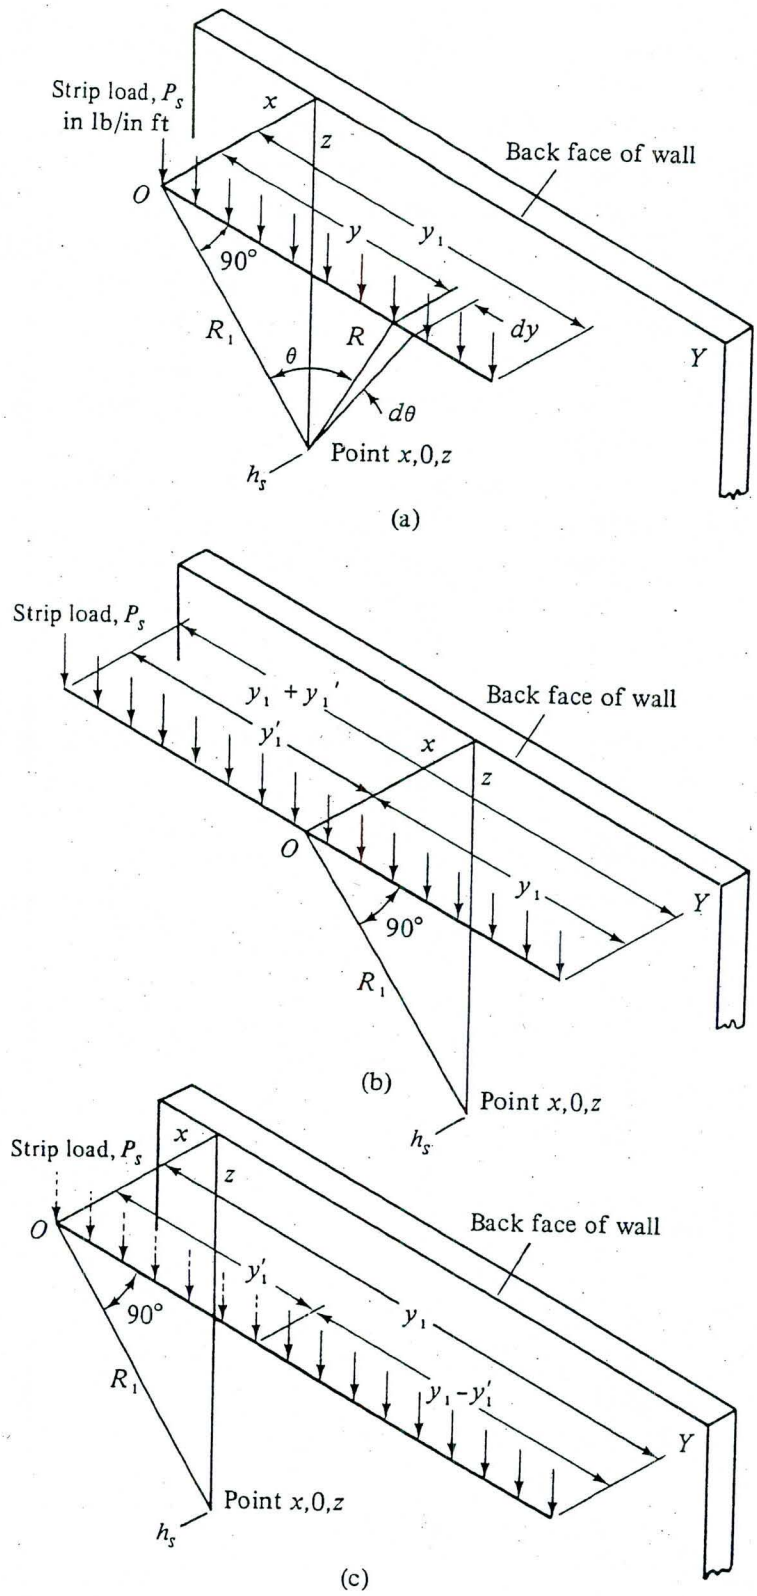

Fig. 22-16. Strip load of finite length parallel to wall. (a) Point at end of load; (b) intermediate point; (c) point beyond end of load.
22.21. PARALLEL LINE OR NARROW STRIP LOAD OF FINITE LENGTH. If the surcharge load is applied uniformly along a narrow strip or line which is parallel to the retaining wall and of finite length, as indicated in Fig. 22-16, the expression in Eq. (22-23) may be integrated in the y direction. The horizontal unit pressure at a point at one end of the load, as in Fig. 22-16(a), may be found as follows:
Maximum pressures on the wall due to a strip load of finite length will occur at points directly opposite the center of the length. In Fig. 22-16(b), $y_1 = y_1'$. To calculate these maximum pressures, let y_1 in Eq. (22-25) equal one-half the length of the strip load, and multiply the result
Similarly, for a point on the wall which lies beyond the end of the strip load, as in Fig. 22-16(c), imagine that the load is extended to a point opposite the point in question. Calculate the pressure due to the total strip load, including the imaginary extension. Next, calculate the pressure due to that extension alone, and subtract this value from the total-load pressure.